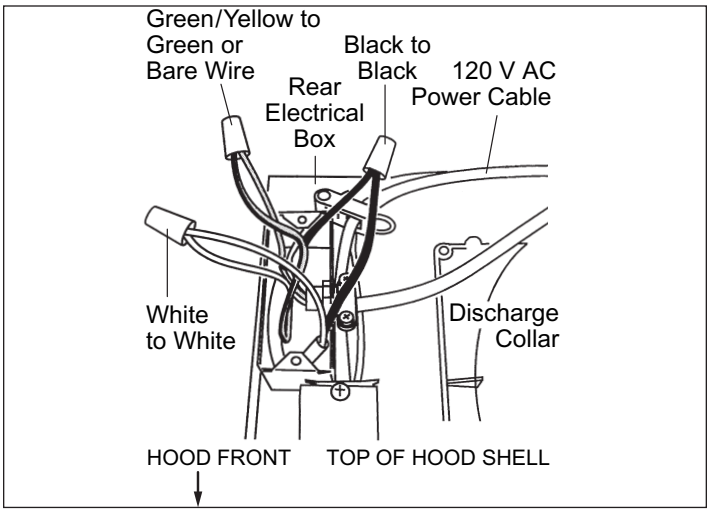

Figure 2-16 Electrical Connections
2. Insert 6" (152) of 120 VAC power cable through the knockout opening. Secure the cable to the electrical box with an appropriate connector.
3. Make electrical connections. Connect black to black, white to white and green/yellow to green or bare wire. (See Figure 2-16)
5. Use an 8" (203) round metal duct to connect the duct collar on the hood to the ductwork above. Use duct tape to make all joints secure and air tight.